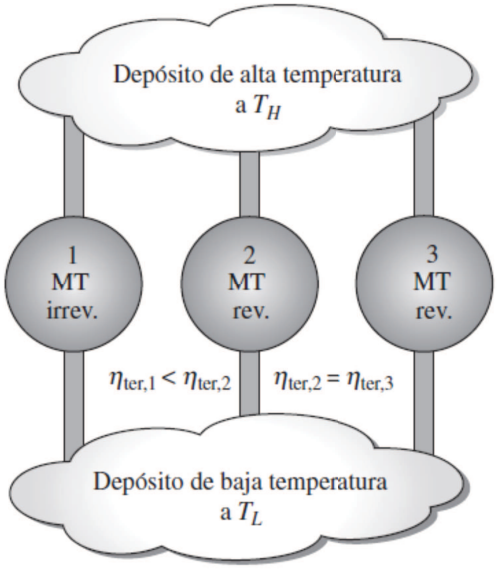

Figura 4.12. Axiomas de Carnot.
b) Si dos ó más máquinas reversible trabajan entre los mismos focos, dichas maquinas tienen la misma eficiencia. Por ejemplo en la figura 4.12 se tiene que: